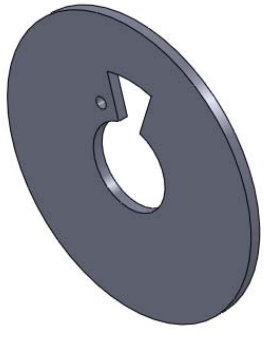

Figure 2-40 *Sketch after creating the cut feature*
11. Choose the **OK** button ( ) from the **Cut-Extrude PropertyManager**. The isometric view of the model after creating the extruded cut feature is shown in Figure 2-40.